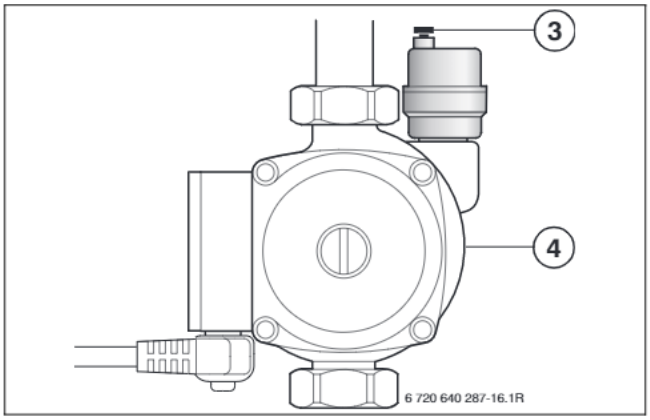

Bild 18
- Anlage am automatischen Entlüfter an der Solarpumpe nochmals entlüften (→ Bild 18, [3], Seite 16).